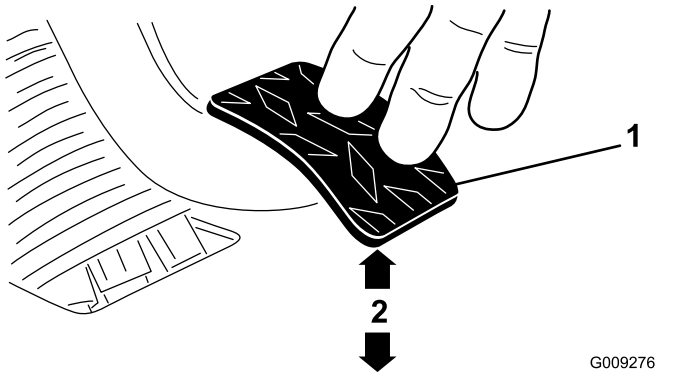

Figuur 71
3. Stel de contramoeren en/of kogelverbinding zo af dat het achterste deel van het koppelingspedaal 9,2 tot 9,8 cm is verwijderd van de bovenkant van het ruitprofiel van de antislipvloerplaat, wanneer een kracht van 1,8 kg wordt uitgeoefend op het pedaal (Figuur 71).